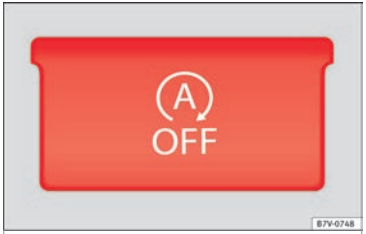

Afb. 207 Deel van de middenconsole: toets voor Start-Stop-functie.
- Druk de knop op de middenconsole ››› afb. 207 in.